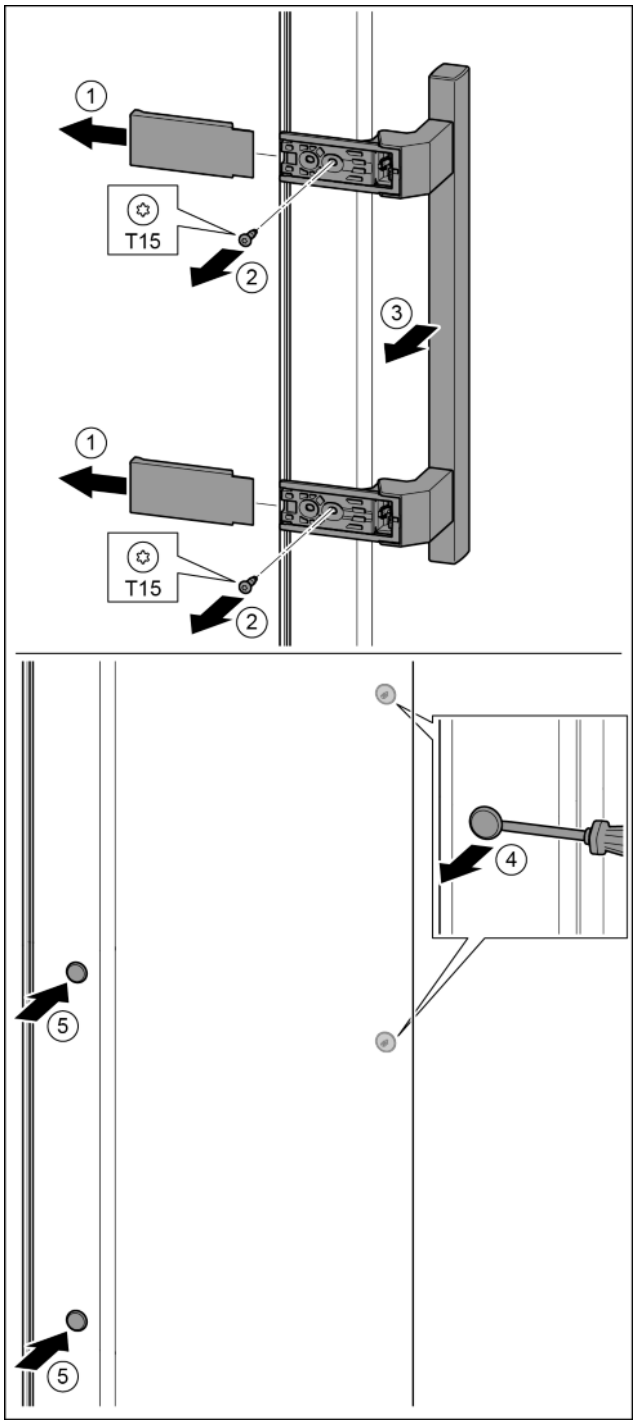

Fig. 19
- ▶ Pull off the cover. *Fig. 19 (1)*
- ▶ Remove the screws with the T15 screwdriver. *Fig. 19 (2)*
- ▶ Remove the handle. *Fig. 19 (3)*
- ▶ Carefully lift up the side plugs with a slotted screwdriver and pull them out. *Fig. 19 (4)*
- ▶ Insert the plugs again on the other side. *Fig. 19 (5)*